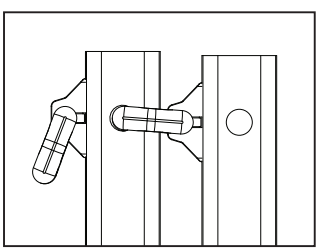

Figura 5
3) Utilizando ambas secciones de escalera exteriores restantes, gire 180º una sección e inserte los sujetadores "J" de una sección dentro de los orificios adyacentes de la otra sección, según se muestra en la Figura 5.